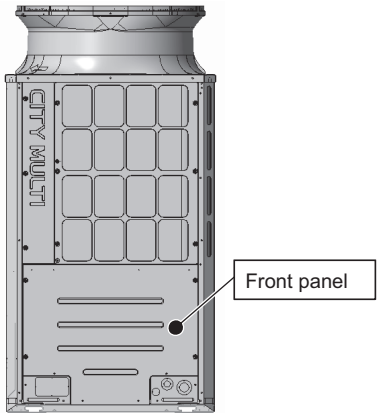

Figure 12
(5) Screw down the front panel with eight screws. (See Figure 12.)